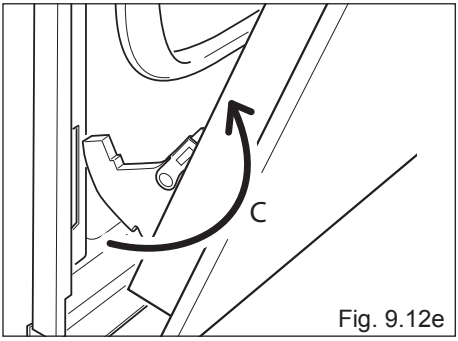

Fig. 9.12e
- Withdraw the hinge hooks from their location following arrow "**C**" (fig. 9.12e).